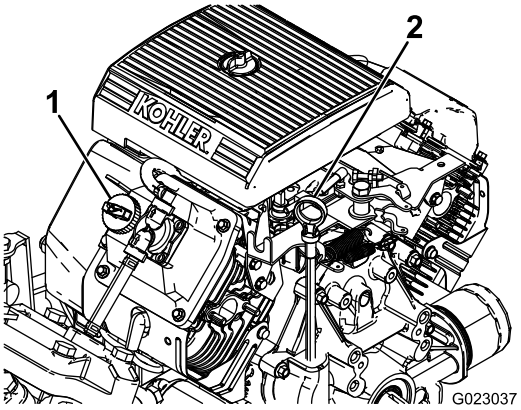

**Figur 11**
2. Fjern målepinden, og aftør den med en ren klud (Figur 11).
4. Hvis oliestanden er lav, skal påfyldningsdækslet tages af ventildækslet (Figur 11), og olie hældes i åbningen, indtil oliestanden når Full-mærket på målepinden. Se Serviceeftersyn af motorolien (side 40) for at få oplysninger om olietype og viskositet. Hæld langsomt olie på, og kontroller niveauet ofte under denne proces. Fyld ikke for meget på.